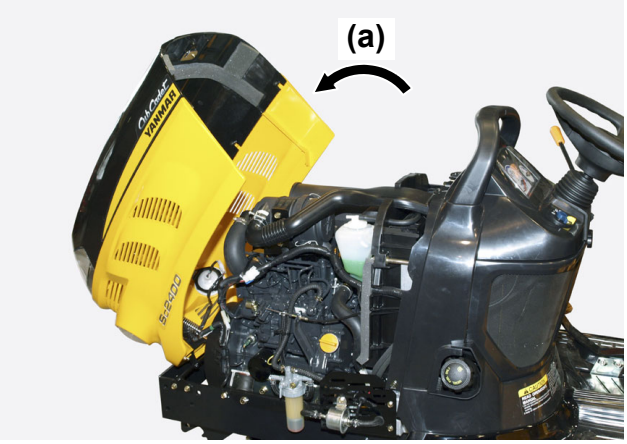

Fig. 2
2. Lift up the engine hood with both hands and tilt it forward **(Fig. 2, (a))**.